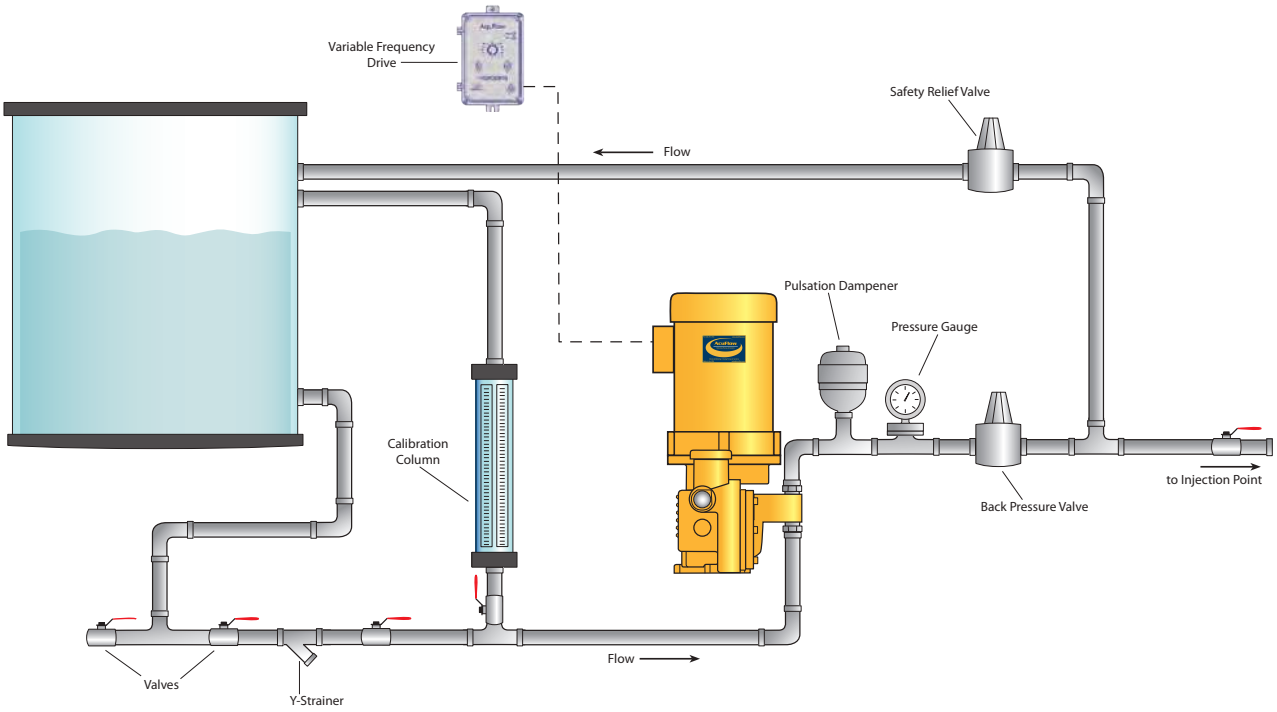

Figure 3. Typical Metering Pump Installation
6. Shut-off valves and unions installed in the suction and discharge pipelines will facilitate pump servicing. Please refer to Figure 3 for a typical installation.
Caution ***The internal relief valve is designed only to protect the pump and drive components in the event the piping system is restricted or blocked while the pump is in operation. If there are other sources of pressure or hydraulically isolated sections of piping in the system, an external safety relief valve must be installed in the pump discharge line as close to the pump as possible, and BEFORE any isolation valve. The safety relief valve should be piped back to the suction tank or safety drain as shown in Figure 3.***
2. Check to be certain that accessory components and fittings have been installed in the proper orientation and sequence as shown in Figure 3.
Pump calibration can be accomplished by measuring the decrease in liquid level pumped from a HydroChek™ calibration column installed in the suction line as shown in Figure 3 on page 9. Follow the calibration instructions provided by the cylinder manufacturer. An alternate method of calibration for non-hazardous applications is to collect and measure the fluid metered from the pump discharge port into a graduated cylinder or tank.